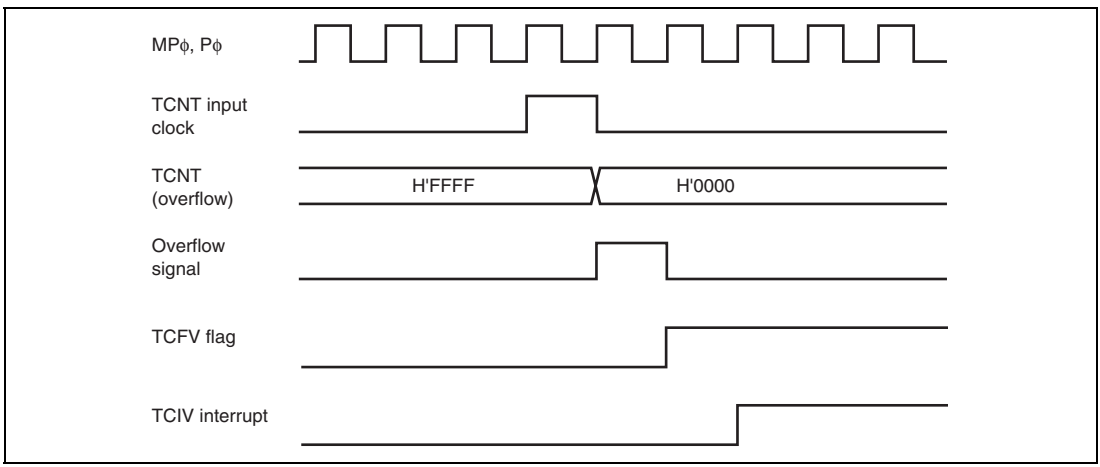

**Figure 10.113 TCIV Interrupt Setting Timing**
**TCFV Flag/TCFU Flag Setting Timing:** Figure 10.113 shows the timing for setting of the TCFV flag in TSR on overflow, and TCIV interrupt request signal timing.